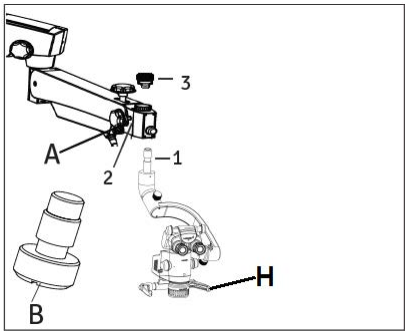

Fig. 39
4. Retrieve the inclined coupler with magnichanger from the packing and follow as below referring Fig.39.
- **Install the coupling to the suspension arm by sliding the guiding shaft (1) into the suspension arm.**
- **Lock the inclined coupling with the threaded plug (3).**
- **Ensure magnichanger handles (H) have silicone covers.**
⚠ **CAUTION: Make sure that safety screw (B) must tight in place at position (2) to avoid sudden falling of the coupling. Safety Screw always tied with the Carrier arm locking knob A. Fig. 39**